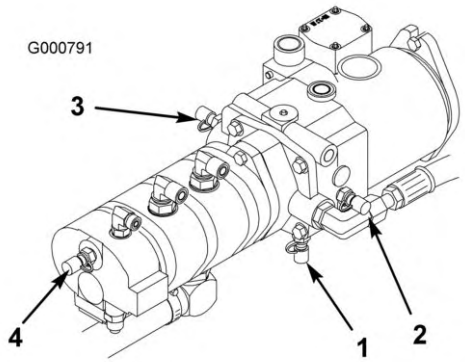

Figura 80
4. A porta de teste D encontra-se localizada no fundo da transmissão hidrostática (Figura 80) e é utilizada para medir a pressão de carga da transmissão.
5. A porta de teste E é utilizada para medir a pressão da tracção em frente (Figura 80).
6. A porta de teste F é utilizada para medir a pressão da tracção em marcha-atrás (Figura 80).
7. A porta de teste G é utilizada para medir a pressão do circuito da direcção (Figura 80).